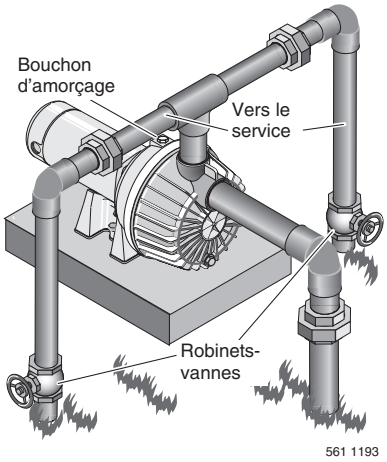

Figure 7 – Refoulements multiples
Le refoulement de la pompe peut être divisé de façon à alimenter deux (2) systèmes d'arroseurs ou plus. Un refoulement multiple suggéré est illustré à la Figure 7.